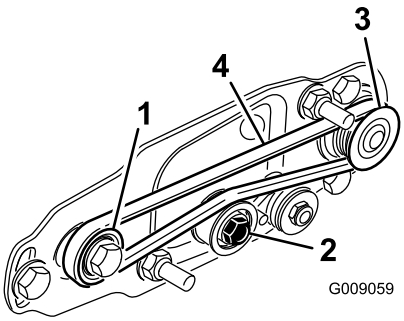

Figura 16
- Coloque la correa alrededor de la polea **arrastrada** y luego por encima de la polea tensora (Figura 16).
- Empiece a colocar la correa en la polea **motriz** (Figura 16).